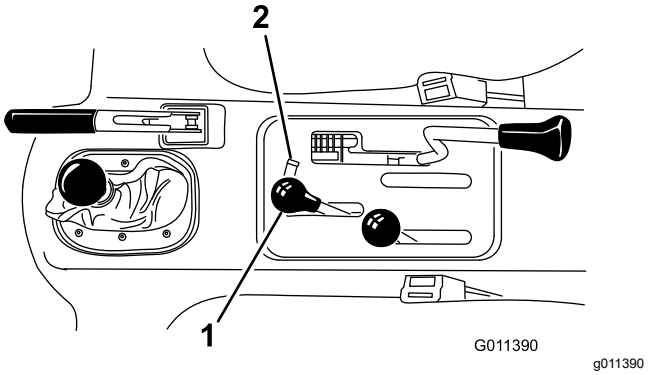

Figur 16
- Hvis dit Workman-køretøj har serienummer 240000001 eller opefter, skal du bevæge det hydrauliske løftegreb (Figur 16) frem og tilbage.